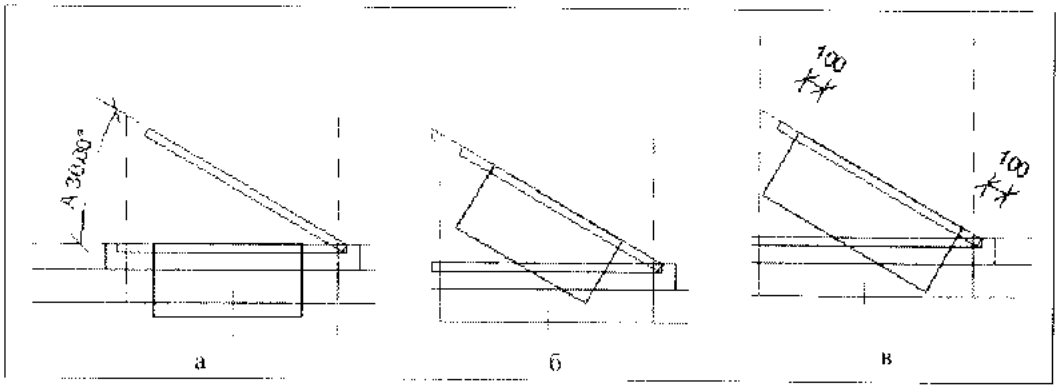

Рис. 17.52. *Создание полостной формы для формирования отверстия в раме*
2. Создать полостную форму для формирования отверстия в полотне рамы (рис. 17.52):